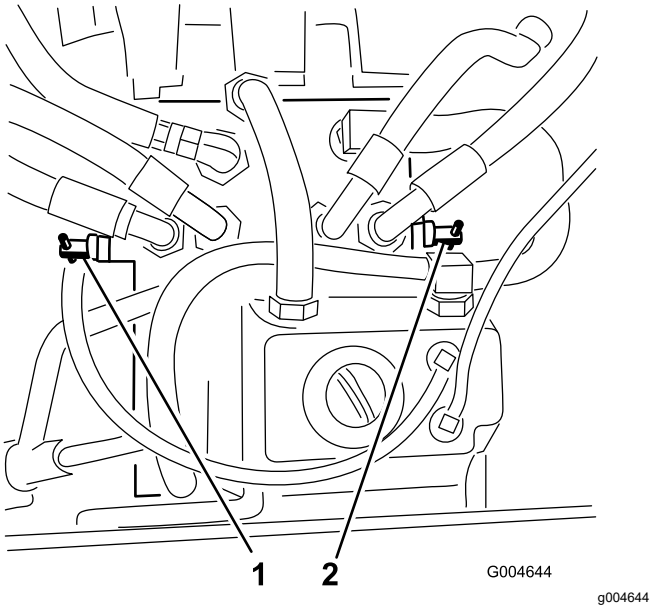

Figur 27
2. Lokalisera överströmningsventilerna (Figur 27) och rotera dem ett varv motsols.
4. Stäng ventilerna genom att rotera dem ett varv medsols (Figur 27).